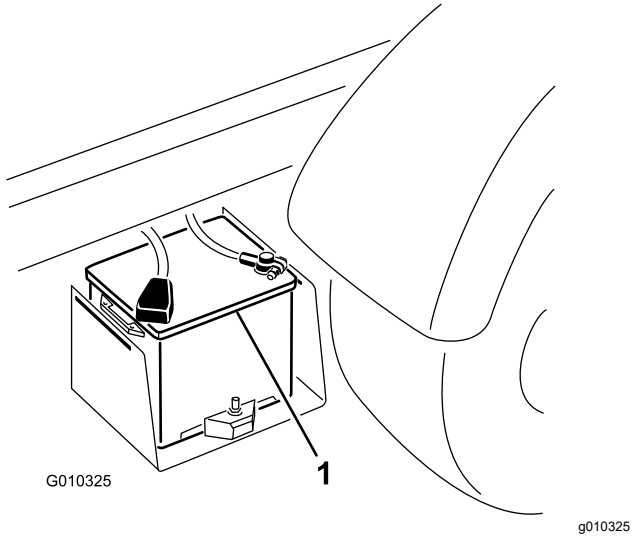

Bild 42
2. Schließen Sie ein Starthilfekabel an die Pluspole der zwei Batterien an (Bild 42).